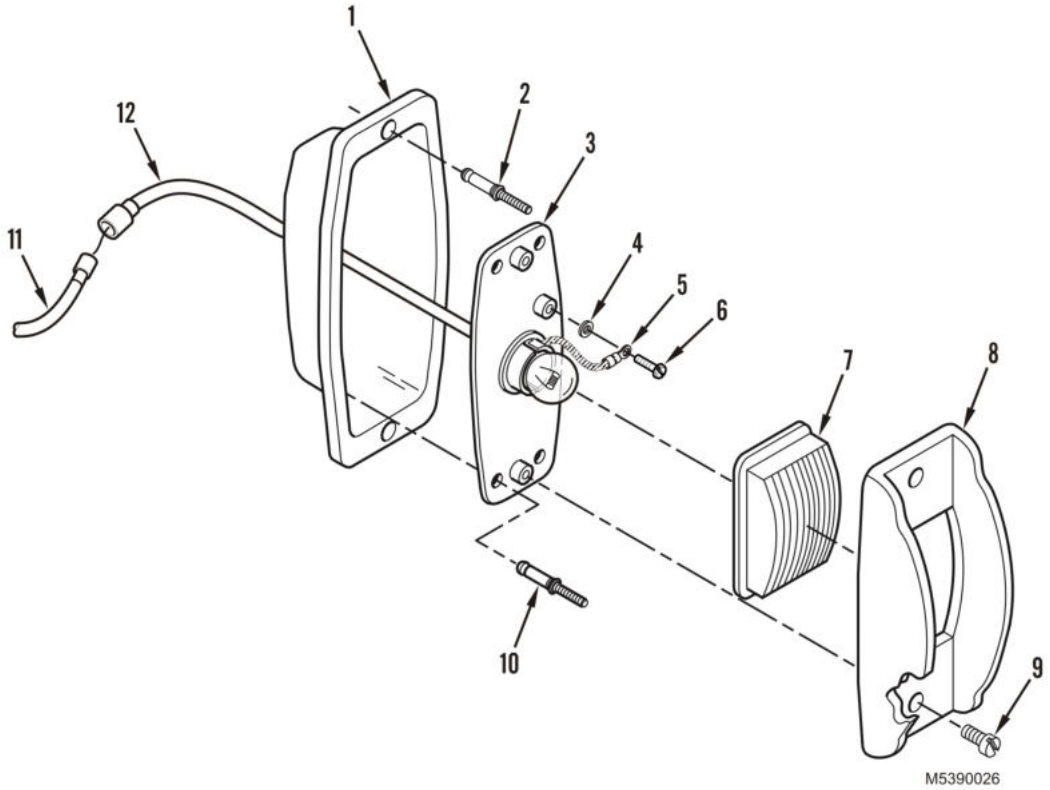

Figure 2. Lamp Assembly with Bulb Removal.
1. Remove two screws (Figure 2, Item 9) securing retainer (Figure 2, Item 8) and lens (Figure 2, Item 7) to light assembly (Figure 2, Item 3).
2. Remove retainer (Figure 2, Item 8) and lens (Figure 2, Item 7) from light assembly (Figure 2, Item 3).
3. Remove two rivets (Figure 2, Item 2) securing housing (Figure 2, Item 1) to cargo body. Discard rivets.
4. Remove housing (Figure 2, Item 1) and light assembly (Figure 2, Item 3) with attached lead (Figure 2, Item 12) and ground wire (Figure 2, Item 5) from cargo body.
5. Disconnect lead (Figure 2, Item 12) from wiring harness (Figure 2, Item 11).
6. Remove washer (Figure 2, Item 4) and capscrew (Figure 2, Item 6) securing ground wire (Figure 2, Item 5) to light assembly (Figure 2, Item 3).
7. Remove four rivets (Figure 2, Item 10) securing light assembly (Figure 2, Item 3) to housing (Figure 2, Item 1). Discard rivets.
8. Remove light assembly (Figure 2, Item 3) from housing (Figure 2, Item 1).